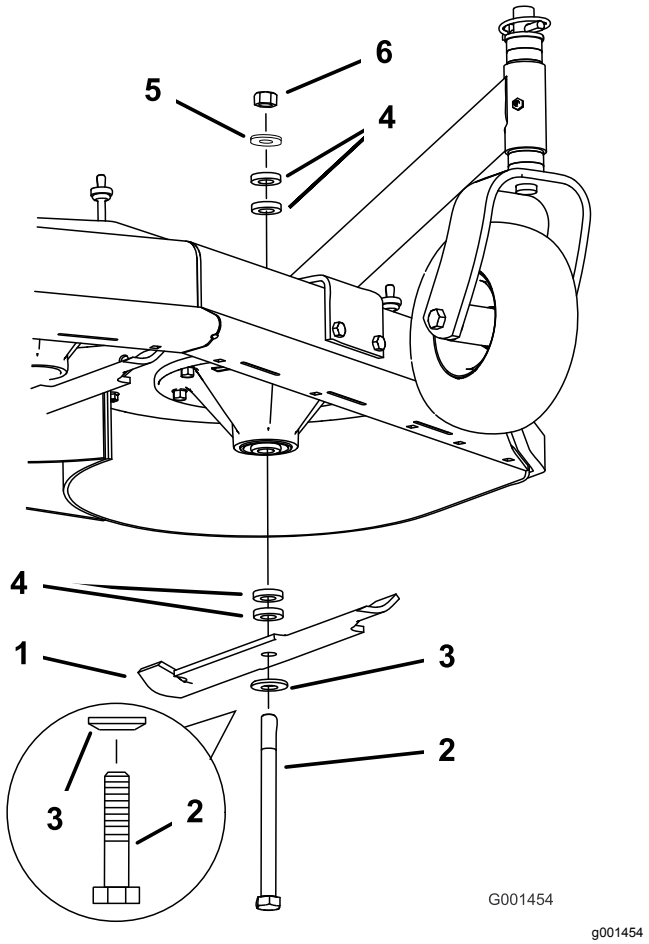

Figuur 15
3. Houd de mesbout vast en verwijder de moer. Schuif de bout omlaag door de as en pas indien nodig de afstandsstukken aan (Figuur 15).
4. Monteer de bout, de klemring en het mes en voeg extra afstandsstukken toe. Bevestig het geheel met een dunne ring en een moer (Figuur 15).